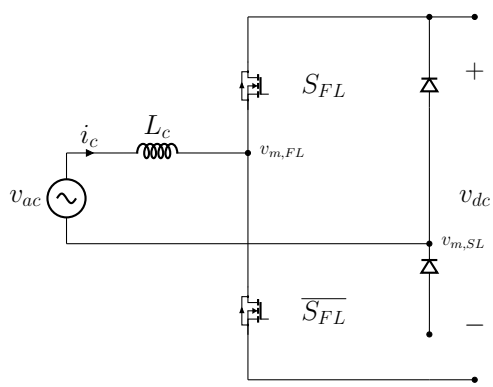

Figure 1: Totem-pole PFC
A simplified model of a totem-pole PFC is shown in Figure 1. On the left is a DC link, and on the right are an AC voltage source and an inductor. In between, we have two switching legs. We use *fast leg* (FL) and *slow leg* (SL) to refer to the left and right switching legs, respectively. S_{FL} and S_{SL} are the gate signals for the upper switches. Only one switch can be on at a time in each leg, as indicated by the overline.